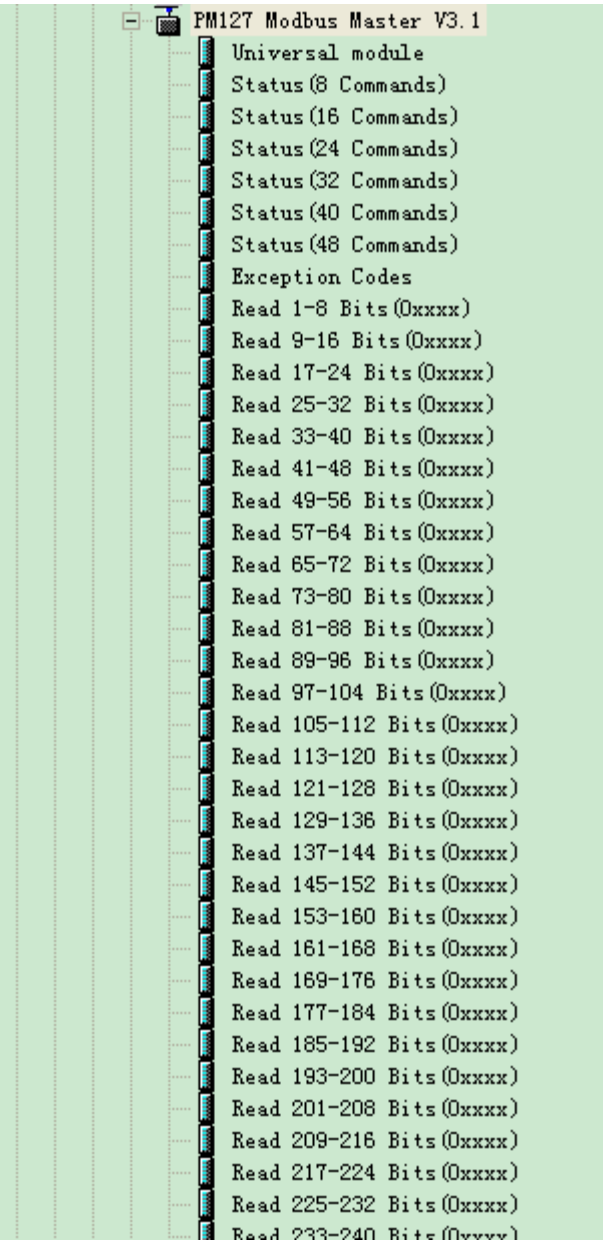

图 8
3. 在菜单栏中选择 Options->Update Catalog, 在 Device 目录中更新所注册的设备， 您可以在右侧窗口/PROFIBUS DP/Additional Field Devices/Converter/找到您注册的设备，如图 8 所示：